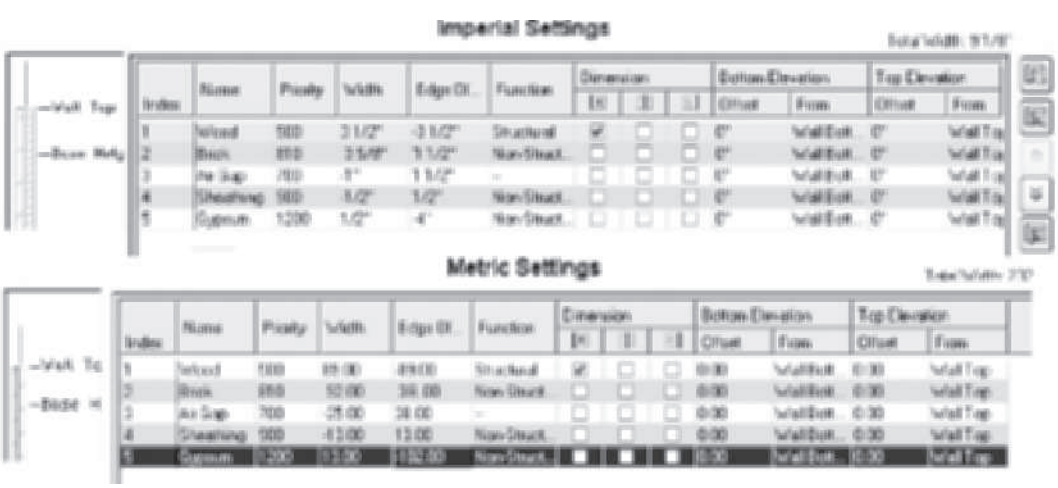

FIGURE 3.37 *Wall component settings*
35. Verify that the **Name**, **Priority**, **Edge Offset**, and **Width** values are as shown in Figure 3.37.